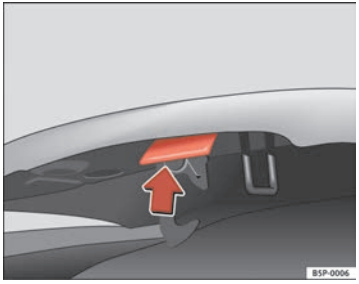

Fig. 177 Release catch under the bonnet
– Press the release catch under the bonnet upwards ⇒ fig. 177. This will release the arrester hook under the bonnet.